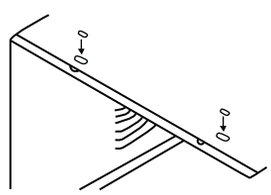

Fig.6
9. Ajoutez deux inserts en mousse aux trous dans lehaut de l'armoire où les vis de transport ont été retirées(voir Fig.6)
1. Fixez le joint en mousse sur l'angle supérieur au-dessus des trous, comme indiqué à la Fig.6.